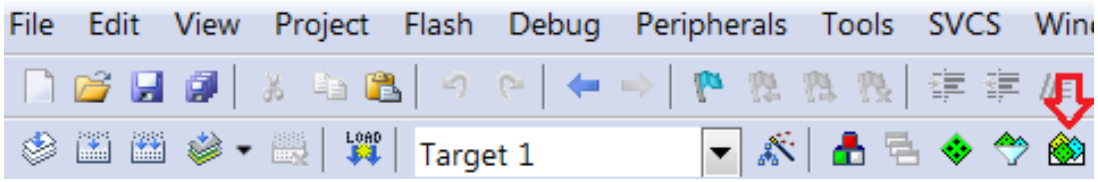

Figure 20. Pack Installer Icon
2. Open the Keil µVision IDE and navigate to **Project** > **Manage** > **Pack Installer** or click on the icon shown in the "Pack Installer Icon" figure (Figure 20).